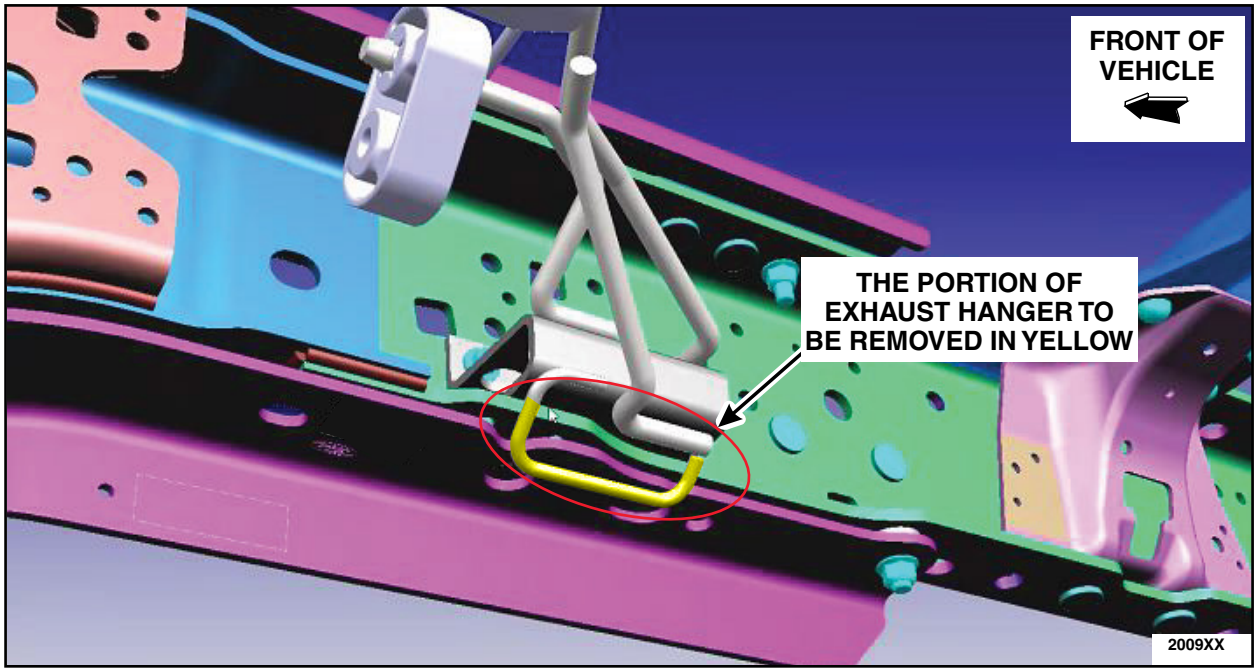

FIGURE 43
1. The right hand side exhaust hanger will interfere with right hand side lower reinforcement bracket. Figure 43 shows the portion of the exhaust hanger that will be removed inorder to obtain the clearance needed.